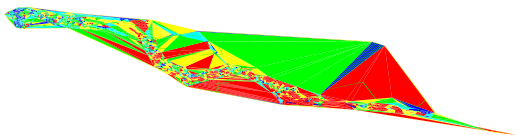

Figure 4-35 *Different colors representing different slope bands*
12. Turn on the visibility of **Slopes** in the **Display** tab and choose **OK** to close the dialog box. Figure 4-35 shows different colors representing different slope bands created on the surface.